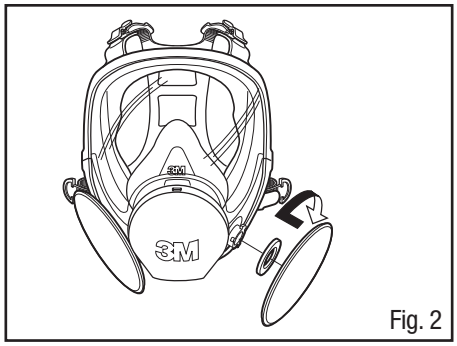

Fig. 2
3. Repita para el segundo filtro (Fig. 2).